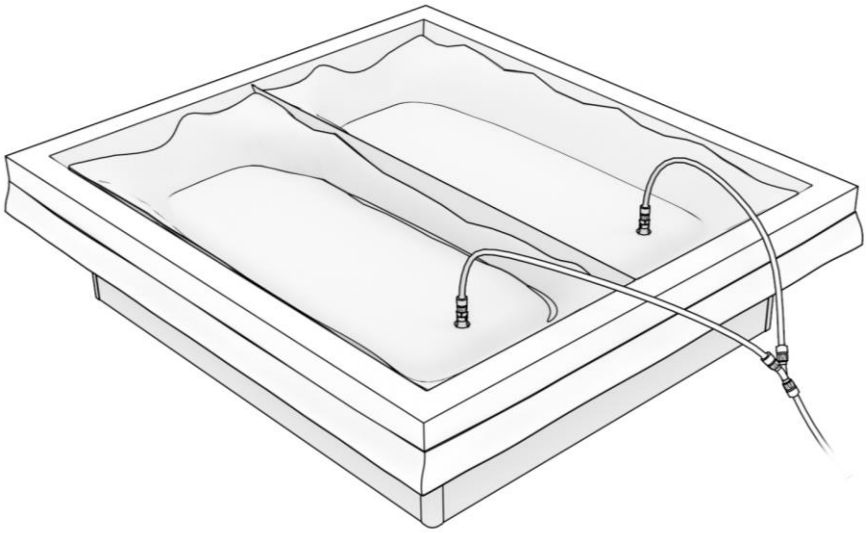

Abbildung 16: Anschließen des Füllschlauchs an die Wassermatratze, um die Matratze mit Wasser zu füllen.
Schritt 16. Schließen Sie den Füllschlauch gemäß den Anweisungen in der Anleitung des Füllschlauchs an die Wassermatratze an und beginnen Sie mit dem Füllen Ihrer Wassermatratze, wie in Abbildung 16 dargestellt. Um die Wassermatratze zu füllen, wechseln Sie die linke und rechte Matratze in 25 %-Schritten ab, falls Sie nicht beide Matratzen gleichzeitig füllen können. Füllen Sie 1 der Matratzen zu 25%. Füllen Sie dann die